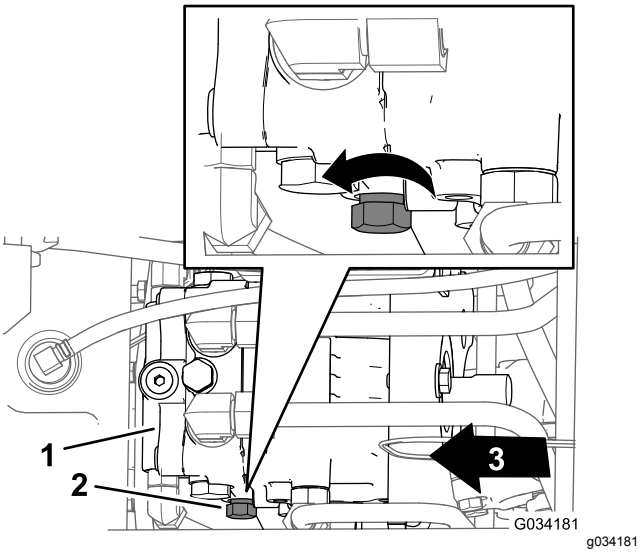

Figur 32
2. Find reguleringsgrebet til omløbsventilen på venstre side af hydraulikpumpen (Figur 32).
3. Drej reguleringsgrebet tre omgange mod uret (Figur 32).
3. Drej reguleringsgrebet (Figur 32) med uret, indtil du mærker modstand som indikator for, at omløbsventilen er lukket.